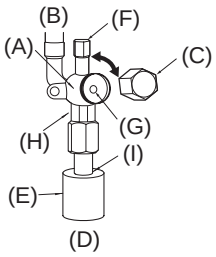

Fig. 4-5
4.5. Comment ouvrir la vanne d'arrêt (Fig. 4-5)